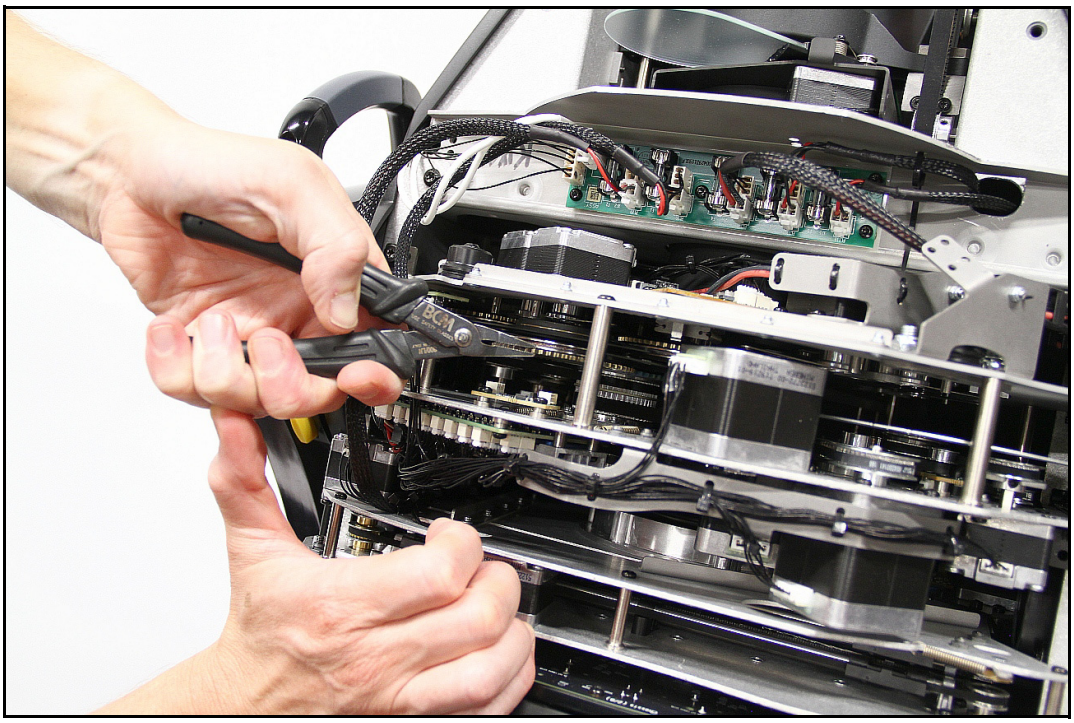

Bild 15: Entfernen eines Gobohalters von Goborad 1
3. Siehe Bild 15. Kippen Sie den Gobohalter mit einer geraden Flachzange etwas vom Goborad weg und ziehen Sie den Gobohalter aus der Haltefeder des Goborads.